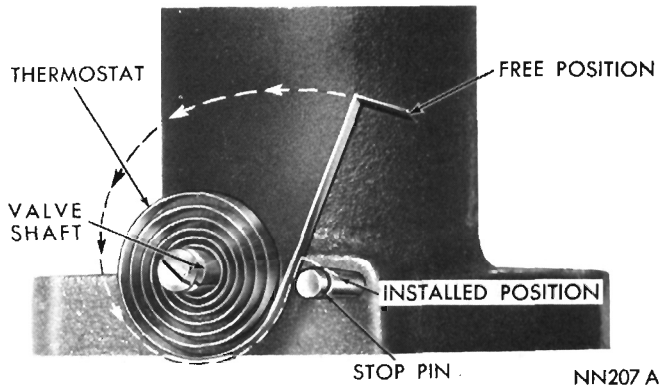

Fig. 25—Installing Thermostat (383, 440 Cu. In. Engines)
(1) Be sure shaft retainer is in place on inner end of valve shaft. Then, turn valve shaft in extreme clockwise position.
(2) Install a new thermostat in slot in inner end of shaft (Fig. 25) with outer end in upper left hand position, as viewed from right hand side of engine. Press inner end of thermostat into shaft and seat firmly.
(3) Wrap outer end of thermostat clockwise, as viewed from right hand side of engine, and engage over stop pin (Fig. 25).